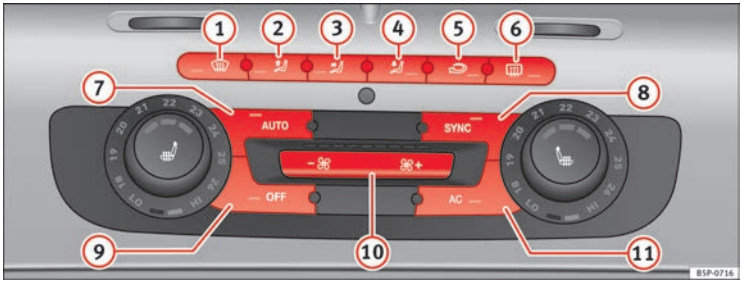

**Fig. 128 On the dash panel: 2C Climatronic controls**
– Turn the temperature control knobs ⇒ Fig. 128 to adjust the temperature on the left hand side or the right hand side respectively.
– Press the AUTO ⇒ Fig. 128 button. “AUTO High” is shown on the radio display (high fan speed).
– Press the AUTO button again ⇒ Fig. 128. “AUTO Low” is shown on the radio display (low fan speed).